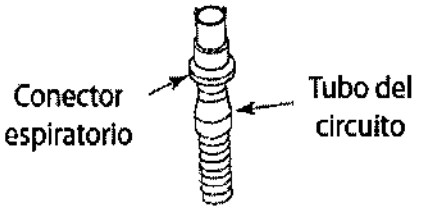

Figura 5 – Conexión de un dispositivo espiratorio
B. Si está utilizando una mascarilla con un dispositivo espiratorio independiente, conecte el extremo abierto del tubo del circuito al dispositivo espiratorio, tal como se muestra en la figura 5. Coloque el dispositivo espiratorio de manera que el aire no se expulse hacia la cara.